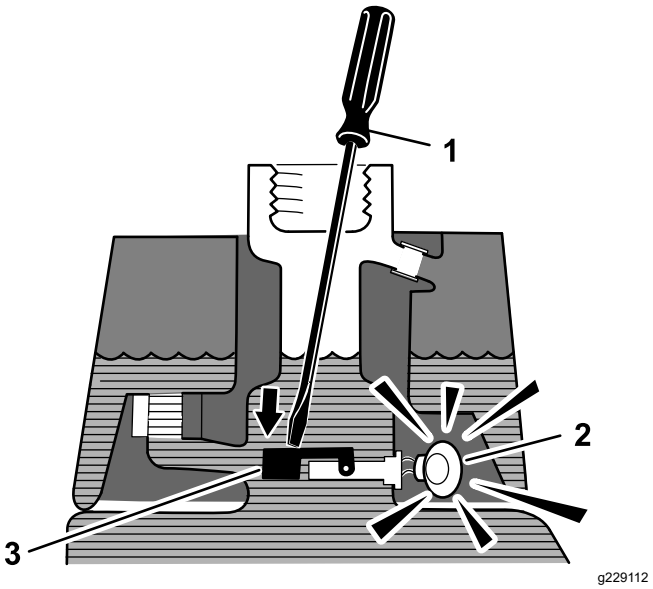

Figuur 43
3. Steek een schone staaf of schroevendraaier in de vulbuis en druk de vlotterschakelaar voorzichtig naar beneden (Figuur 43); het alarm zou moeten afgaan na 1 seconde.